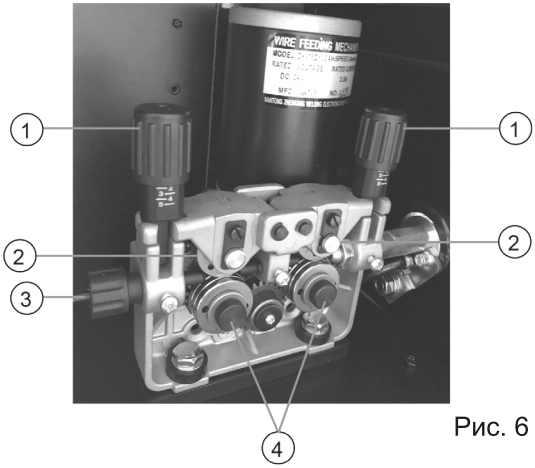

Рис. 6
5. Разблокируйте прижимные ролики механизма подачи проволоки, потянув на себя регулятор давления (Рис. 6). Поднимите кулисы с прижимными роликами в верхнее положение.
6. Отрежьте изогнутый кончик проволоки и вставьте проволоку во входной канал подающего механизма (поз. 3, Рис. 6) и через ролик в выходное отверстие подающего механизма примерно на 15 см.
8. Отрегулируйте среднее давление прижимных роликов, закручивая или откручивая ручки регуляторов давления прижимных роликов (поз. 1, Рис. 6).